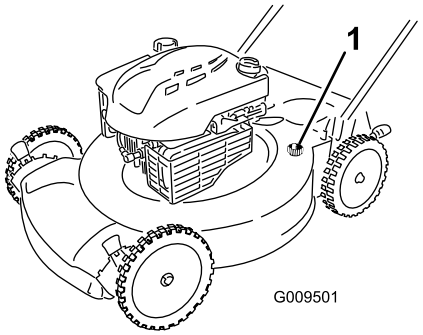

Figura 32
4. Introduzca una manguera de jardín conectada a un grifo en el orificio de lavado de la carcaza del cortacésped (Figura 32).